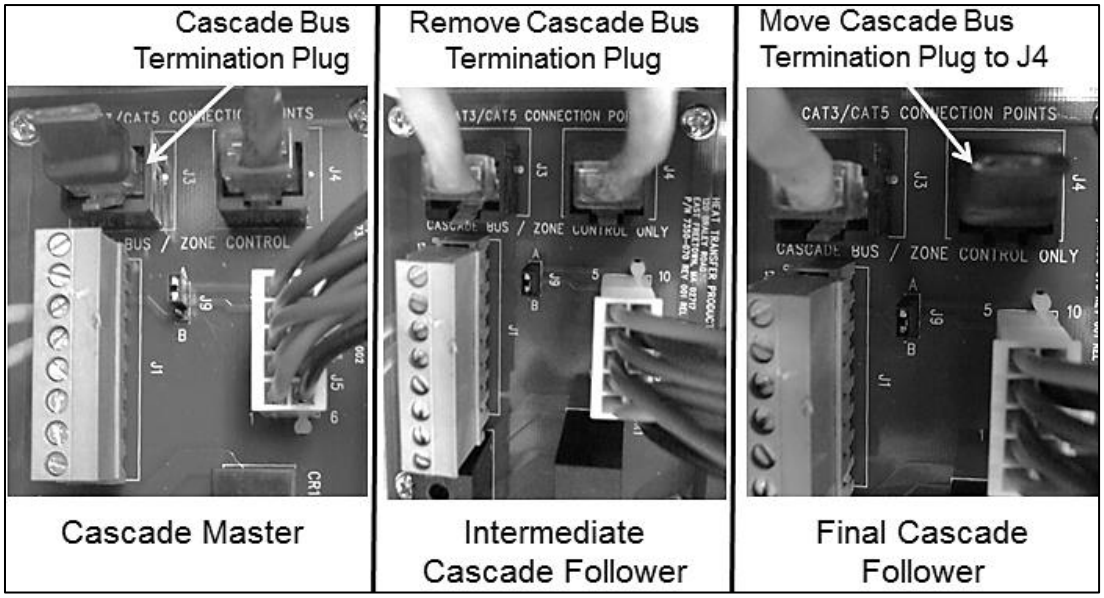

Figure 25 – Cascade Resistor Plug Installation Detail
1. A Cascade Bus Termination Plug has been installed on the customer connection board of this boiler. The purpose of this plug is to stabilize communication between multiple boilers and reduce the effect of electrical “noise” on cascade bus communication. See Figures 25 and 26 for Cascade Bus Termination Plug installation detail. You will need to remove and discard this plug in order to connect the cable to the next boiler. DO NOT REMOVE the terminator unless you need to connect a cable to this port.